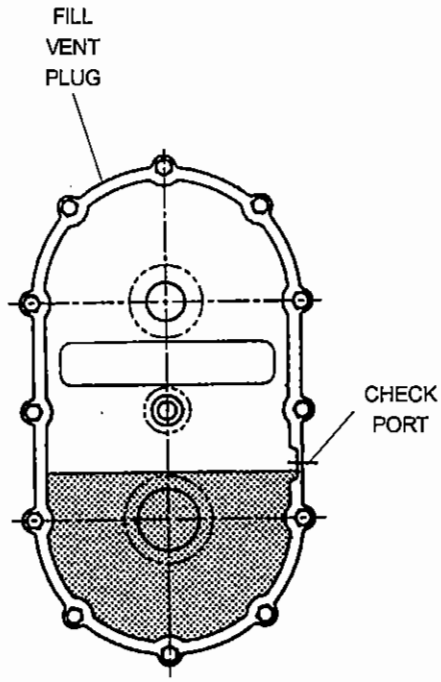

**FIG. 12**
**IMPORTANT:** Oil must be added during assembly. Remove vented plug and pour in 64 oz. of oil. Replace vented plug. Oil level can be checked by removing check plug. See Fig. 12. Oil should come to the bottom of opening. **DO NOT** add more oil than recommended. Additional oil may damage the seals or be forced out through the vented plug.